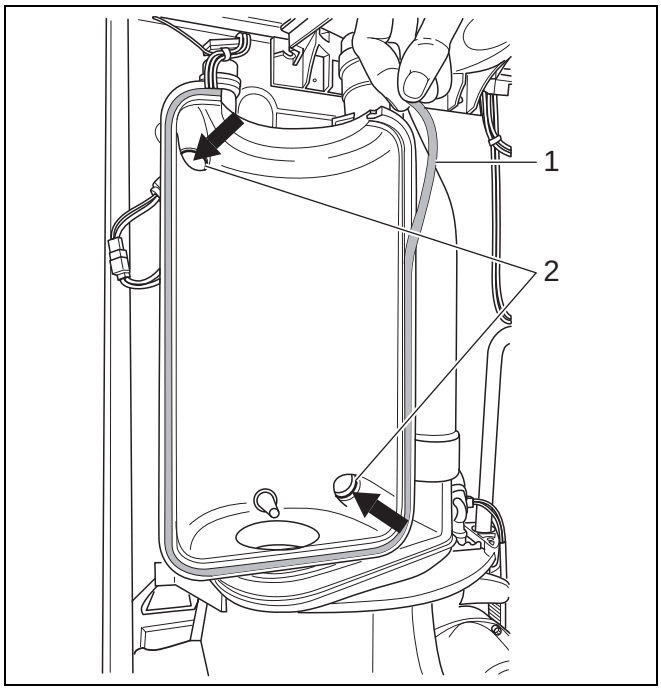

Рис. 49 Замена уплотнения ванны конденсата
- уплотнение теплообменника (→ рис. 49),
- Замените уплотнение теплообменника (→ рис. 49, [1]). Укладывайте уплотнение без натяжения и в конце обрежьте до нужной длины.
- Замените четыре уплотнительных кольца (→ рис. 49, [2]), по два с каждой стороны.